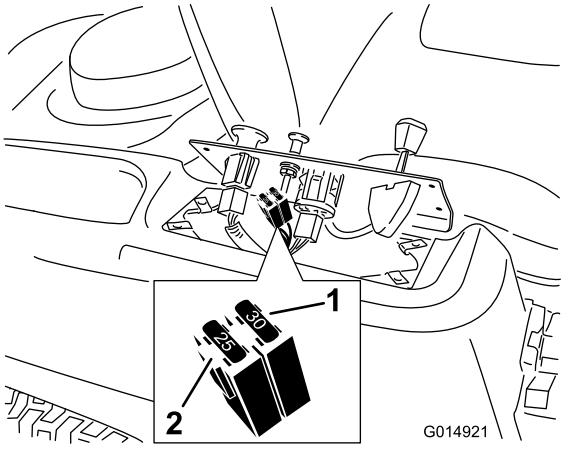

Figur 49
2. Lyft upp kontrollpanelen så att du kommer åt huvudledningen och säkringsblocket (Figur 49).
3. Byt ut en säkring genom att dra ut den (Figur 49).